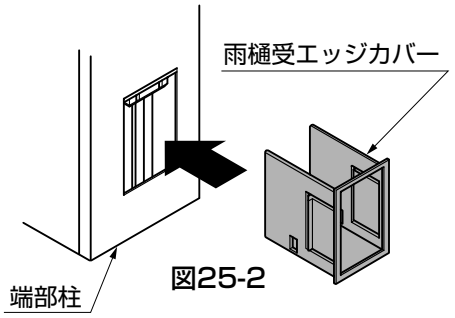

図25-2
①端部柱に、雨樋受けエッジカバーをはめ込んでください。（図25-2参照）